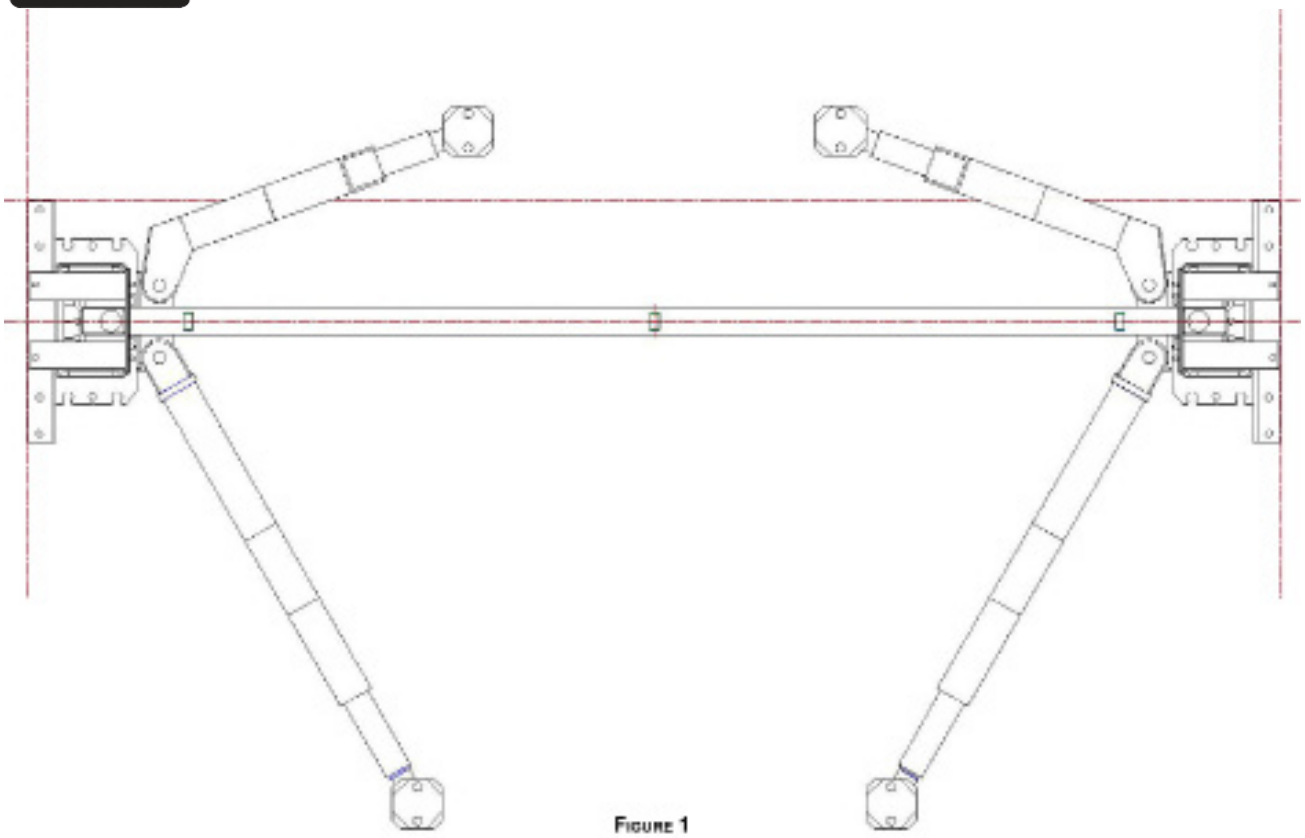

FIGURE 1
A. Position the main-side leg where it will be secured (Figure 1).
H. Position the off-side leg where it will be secured (Figure 1). **DO NOT DRILL HOLES FOR THE ANCHORS**.